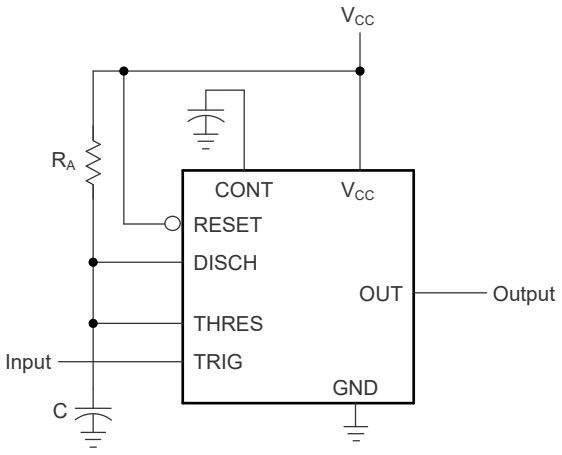

Figure 6-2. Circuit for Monostable Operation
(1) For conditions shown as MIN or MAX, use the appropriate value specified under *Recommended Operating Conditions*.
(2) Values specified are for a device in a monostable circuit similar to Figure 6-2, with the following component values: R_A = 2kΩ to 100kΩ, C = 0.1µF.
For monostable operation, Figure 6-2 shows how to connect any of these timers. If the output is low, application of a negative-going pulse to the trigger (TRIG) sets the flip-flop ($\overline{Q}$ goes low), drives the output high, and turns off Q1. Capacitor C is then charged through R_A until the voltage across the capacitor reaches the threshold voltage of the threshold (THRES) input. If TRIG has returned to a high level, the output of the threshold comparator resets the flip-flop ($\overline{Q}$ goes high), drives the output low, and discharges C through Q1.
Figure 6-5 shows that adding a second resistor, R_B, to the circuit of Figure 6-2 and connecting the trigger input to the threshold input causes the timer to self-trigger and run as a multivibrator. Capacitor C charges through R_A and R_B and then discharges through R_B only. Therefore, the duty cycle is controlled by the values of R_A and R_B.
By adjusting the length of the timing cycle, the basic circuit of Figure 6-2 can be made to operate as a frequency divider. Figure 6-8 shows a divide-by-three circuit that makes use of the fact that retriggering cannot occur during the timing cycle.
See Figure 6-2